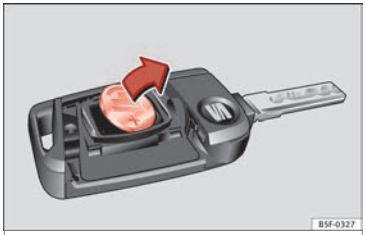

Fig. 128 Vehicle key: removing the battery
- Extract the battery from the compartment using a suitable thin object ››› Fig. 128.
- Place the new battery in the compartment as shown ››› Fig. 128, pressing in the opposite direction to that shown by the arrow ››› ❗.